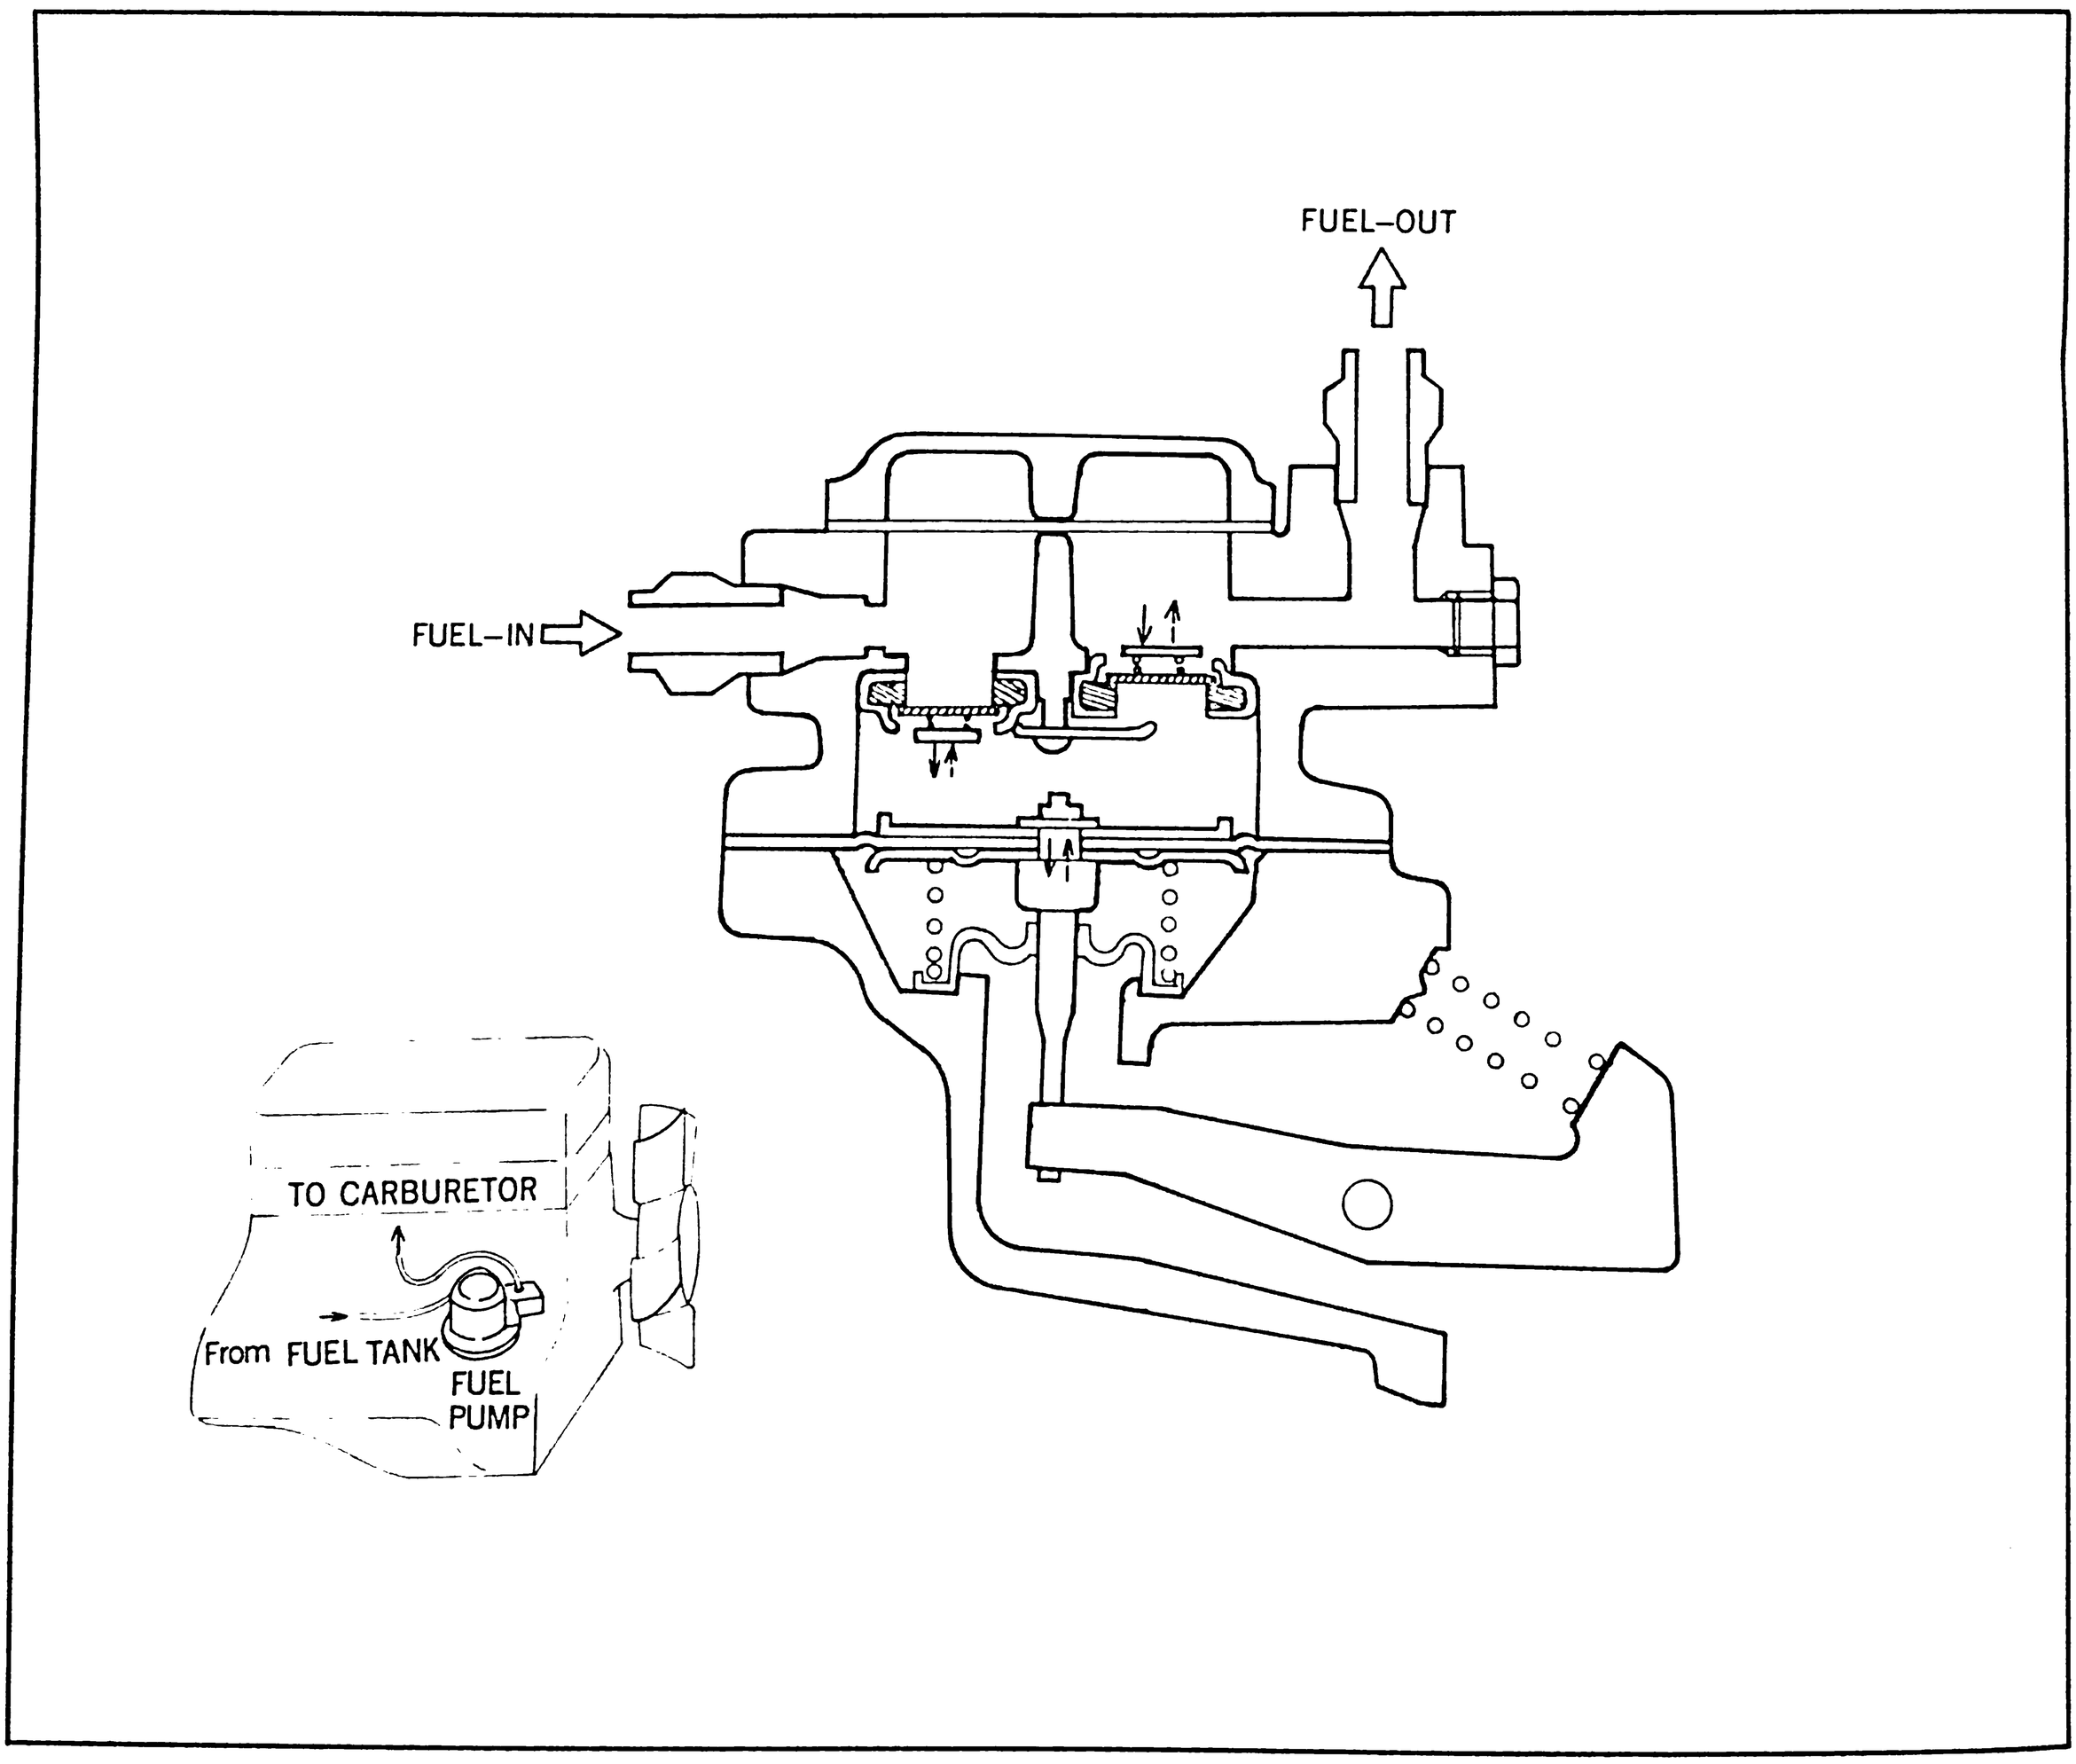

Fig. 1-14 Fuel pump
- The fuel pump has been changed in shape as shown in Fig. 1-14.